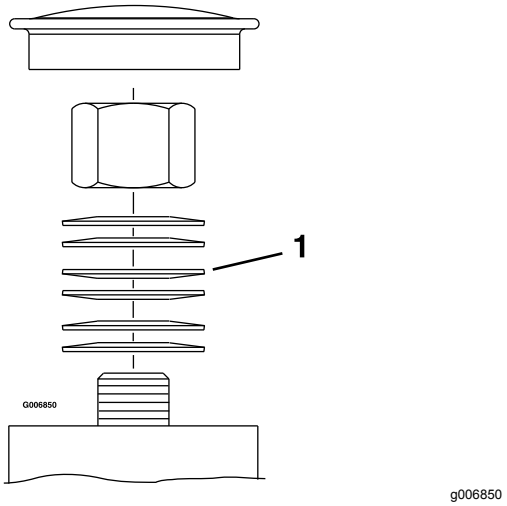

Figuur 55
3. Verwijder de stofkap van het zwenkwiel en draai de borgmoer aan totdat de schotelveren vlak liggen. Draai de moer dan 1/4 slag terug om de voorspanning op de lagers in te stellen (Figuur 54 en Figuur 55).
Belangrijk: **Controleer dat de schotelveren juist zijn geplaatst zoals in Figuur 54 en Figuur 55.**